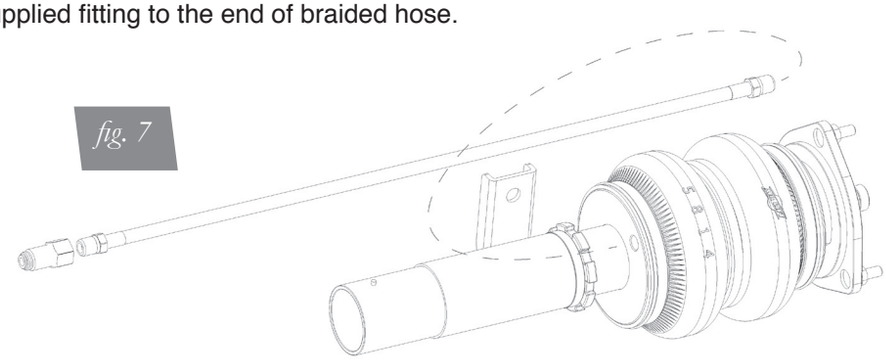

fig. 7
1. Prior to installing the strut, attach the braided line provided to the threaded port at the bottom of the air spring (Fig. 7). Seal with Teflon tape or thread sealant. Seal and thread supplied fitting to the end of braided hose.